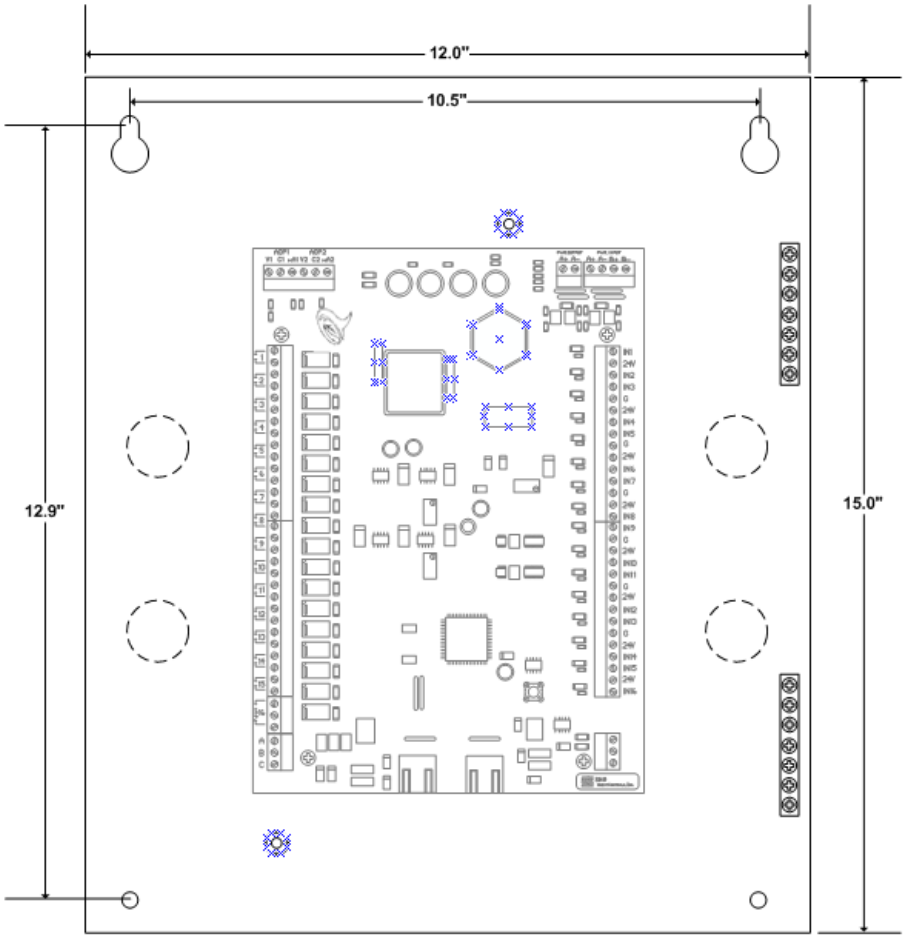

Figure 6a ESB2 - Mounting Holes and Grounding Studs
3. Slip the TELSEC ESB2(x) top mounting holes, (as shown in Figure 6a & 6b) onto the top mounting hardware and slide down until it stops.